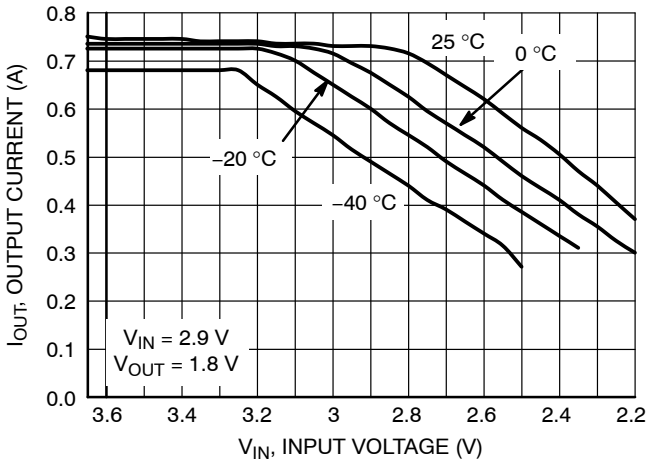

Figure 17. Output Current Capability for the 1.8 V Version
18. For output current capability for T_A < 0 °C, please refer to Figures 17 and 18.